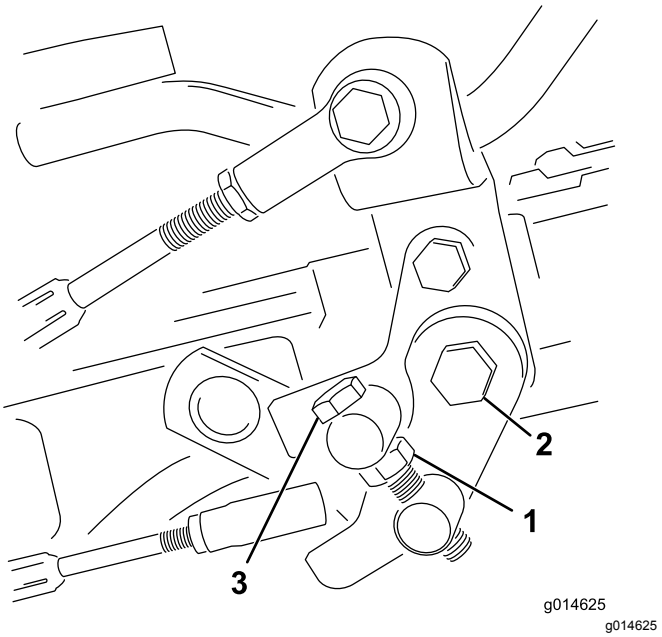

Figuur 39
1. Draai de contramoer op de draaitapbout los (Figuur 39).
4. Draai de contramoer op de draaitapbout en de moer op het scharnierpunt van het pedaal vast om de afstelling te vergrendelen (Figuur 39). Controleer de afstelling en stel nogmaals af indien dit nodig is.